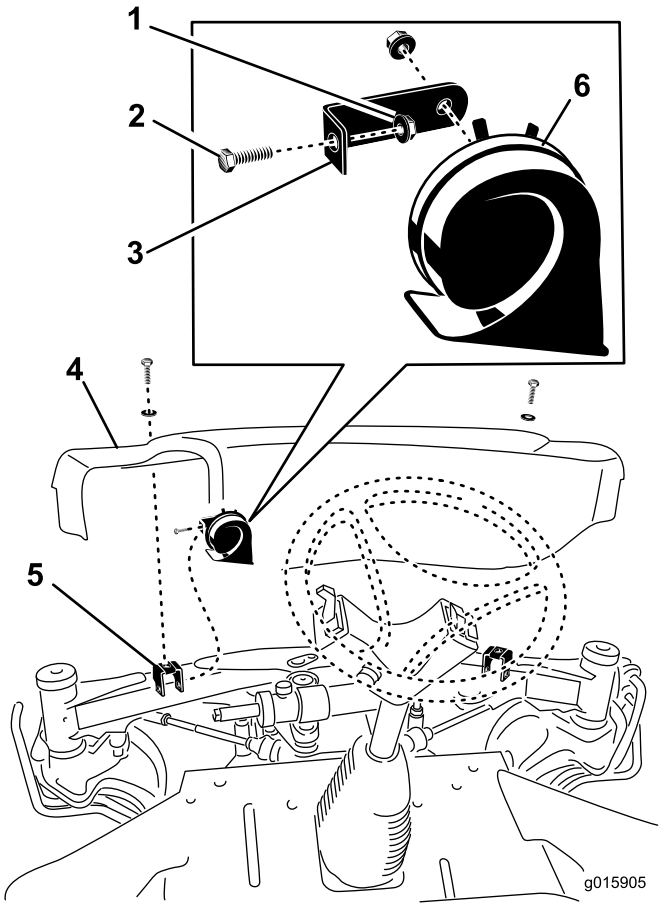

Bild 8
1. Entfernen Sie die zwei Schrauben und Scheiben, mit denen die vordere Abdeckung an den Vorderachsenhalterungen befestigt ist (Bild 8). Entfernen Sie die vordere Abdeckung.
2. Befestigen Sie die Hupenhalterung mit der Schraube (5/16 x 3/4 Zoll) und der Bundmutter (5/16 Zoll) an der linken Befestigungshalterung (Bild 8).